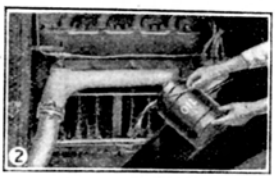

Fig 2
2. Remove valve tappet cover completely and pour one quart of clean oil slowly into the tappet compartment. (Fig 2.)